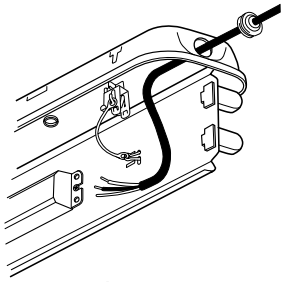

Figure 7
6. Remove rubber plug and secure fitting to fixture housing. Feed supply wire through fitting,making sure supply wire is long enough to make connections. **See figure 7.**
Voir la figure 7.
6. Retire el tapón de plàstico y coloque el tapón roscado en el cuerpo de la luminaria.Pruebe el largo de los cables probando como si fuera a connectar para asegurar el largo de los mismos.**Vea figure 7.**